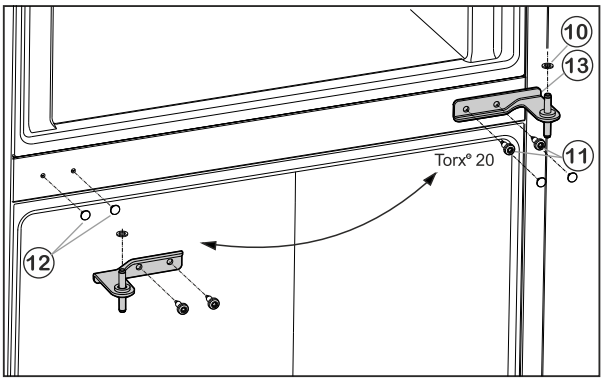

Fig. 6
▶ Ostrożnie zdjąć osłonki *Fig. 6 (12)* i zamontować na przeciwległej stronie.